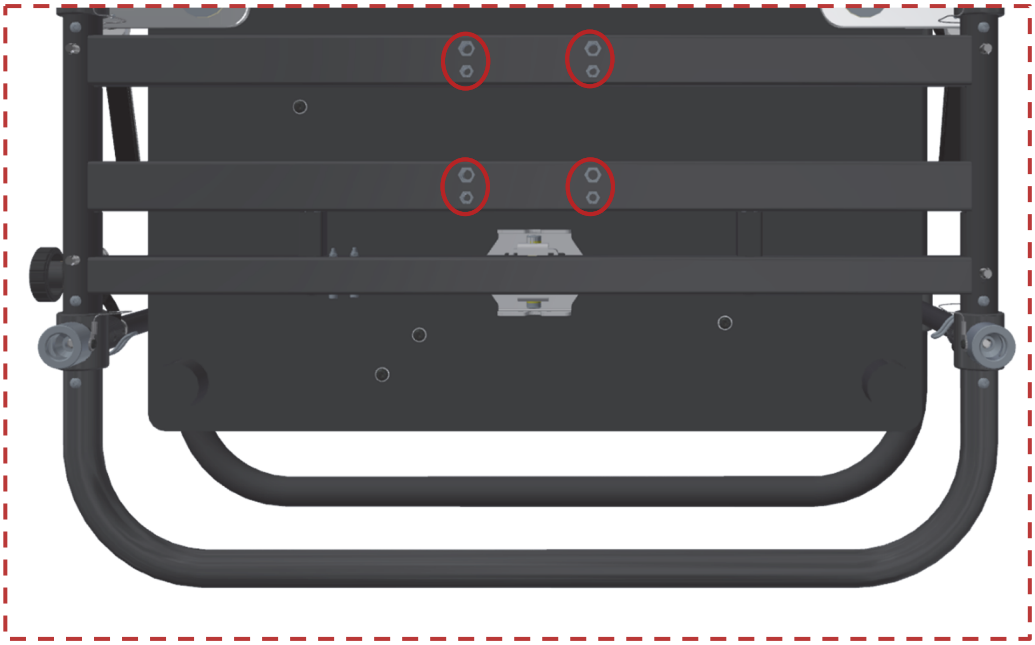
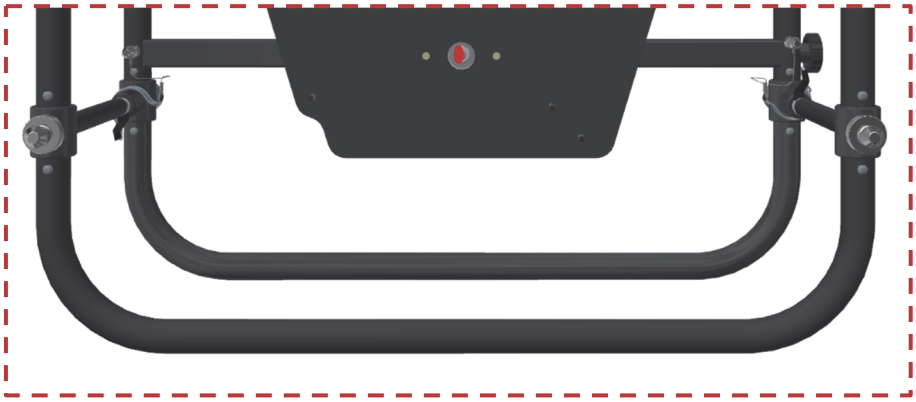

Figure 23 Nuts on front bottom side which are sealed with red colour wax
Figure 24 Nut on centre top side which is sealed with red colour wax
- On the three screws + nuts presented on the above two pictures (Figure 23 and Figure 24) red color sealing wax was applied to be sure that the nuts will always be on the same position and no one will try to tighten or loose them.
Except for the three nuts described on the previous section (see Figure 23 and Figure 24), please control, with corresponding tool, that all the other screws are properly tightened.